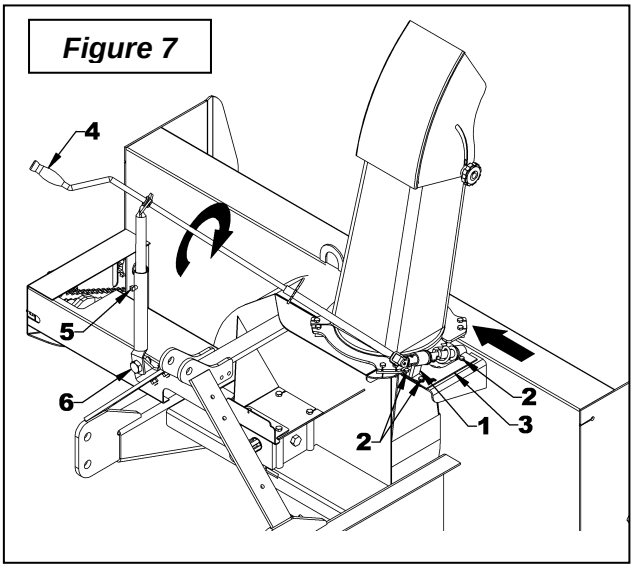

Figure 7
12. **Figure 7** Adjust the rotation tube support (item 3) and the rotation worm support (item 1) by moving them toward the chute so the rotation worm is engaged between the gear teeth of the chute. Make sure the rotation worm and the bushings are well aligned. Tighten slightly the three 1/4"NC x 3/4" bolts and the three 1/4"NC nuts (item 2).
13. **Figure 7:** Rotate the chute completely to the right then to the left using the rotation handle (item 4).
14. **Figure 7:** Make sure the worm engages completely when it reaches the end of the chute gear. The rotation handle is well adjusted when the chute rotates easily without straining. Tighten firmly the three 1/4"NC x 3/4" bolts and the three 1/4"NC nuts (item 5).
15. **Figure 7:** After the snowblower is mounted to the tractor, you may adjust the rotation handle position and height to a comfortable and safe operating position. When the desired position is set for working position, make sure the rotation handle is not interfering with any parts of the tractor while on transport position (snowblower raised to maximum). Tighten firmly the 3/8"NC x 1/2'' square head setscrew 3/8"NC x 1/2" (item 5) to the desired height. Then tighten firmly the 3/4"NC x 1 1/2" bolt (item 6) to the desired position.